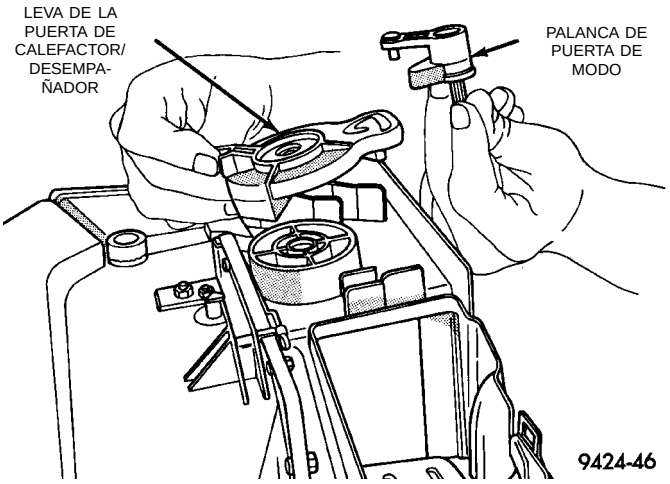

Fig. 53 Desmontaje de la leva y palanca
(9) Levante la palanca de la leva y puerta de modo y retírela de la caja (Fig. 53).